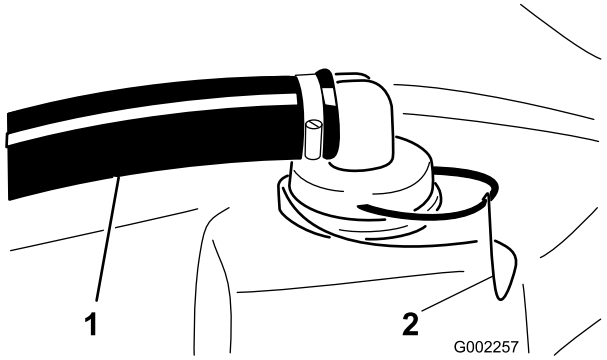

Figur 61
2. Fjern holderen fra den røde nippelen som er festet til den store slangen øverst på tanken (Figur 61).
3. Koble slangen fra tanken (Figur 61).